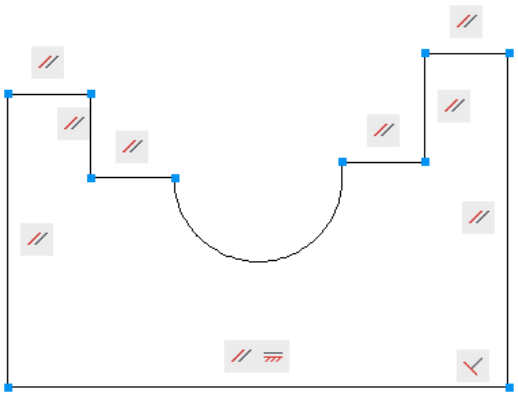

Figure 1-25 *Constraints applied automatically*
4. Choose the **OK** button; you are prompted to select objects. Select all entities of the sketch by dragging a selection box. Next, press Enter; all possible constraints are applied to the sketch, as shown in Figure 1-25.
*The constraints applied using the **AutoConstrain** tool may vary depending upon the profile. In your case, if the constraints are different from that shown in Figure 1-25, apply the missing constraints. Also, choose the **Show All** button from the **Geometric** panel if the constraints are not visible by default.*